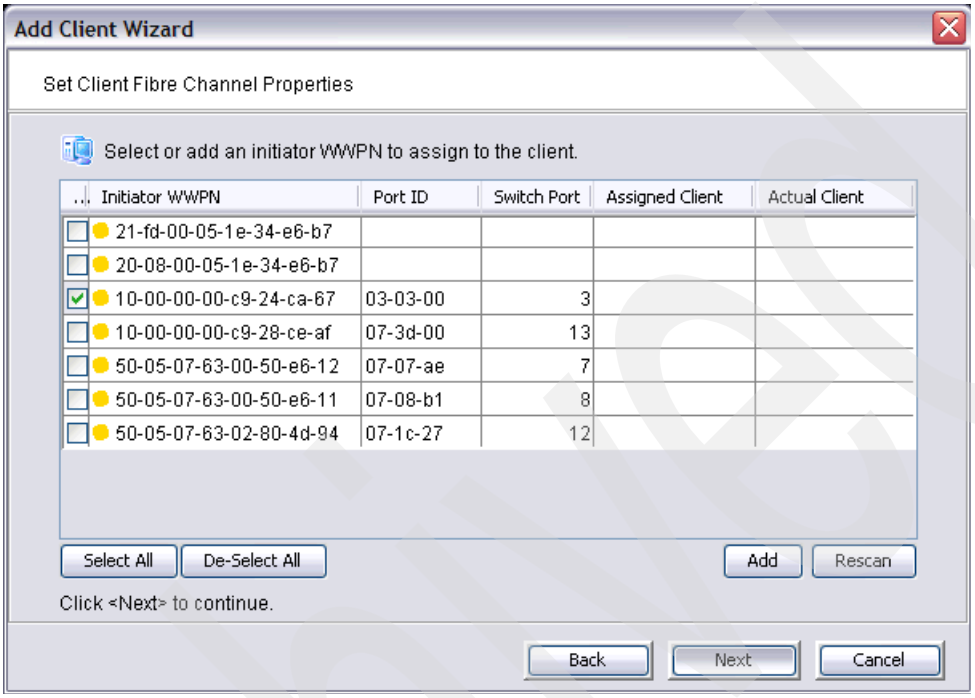

Figure 4-20 Add Client Wizard: Selecting the WWPN
3. In the Set Client Fibre Channel Properties panel (Figure 4-20), select the WWPN of the client, and respectively the WWPN of the Fibre Channel HBA, you want to add. If your client has several Fibre Channel HBAs and you want to connect to the TS7510 over several Fibre Channel links, you *must* select the corresponding WWPNs of those Fibre Channel HBAs. Click **Next**.